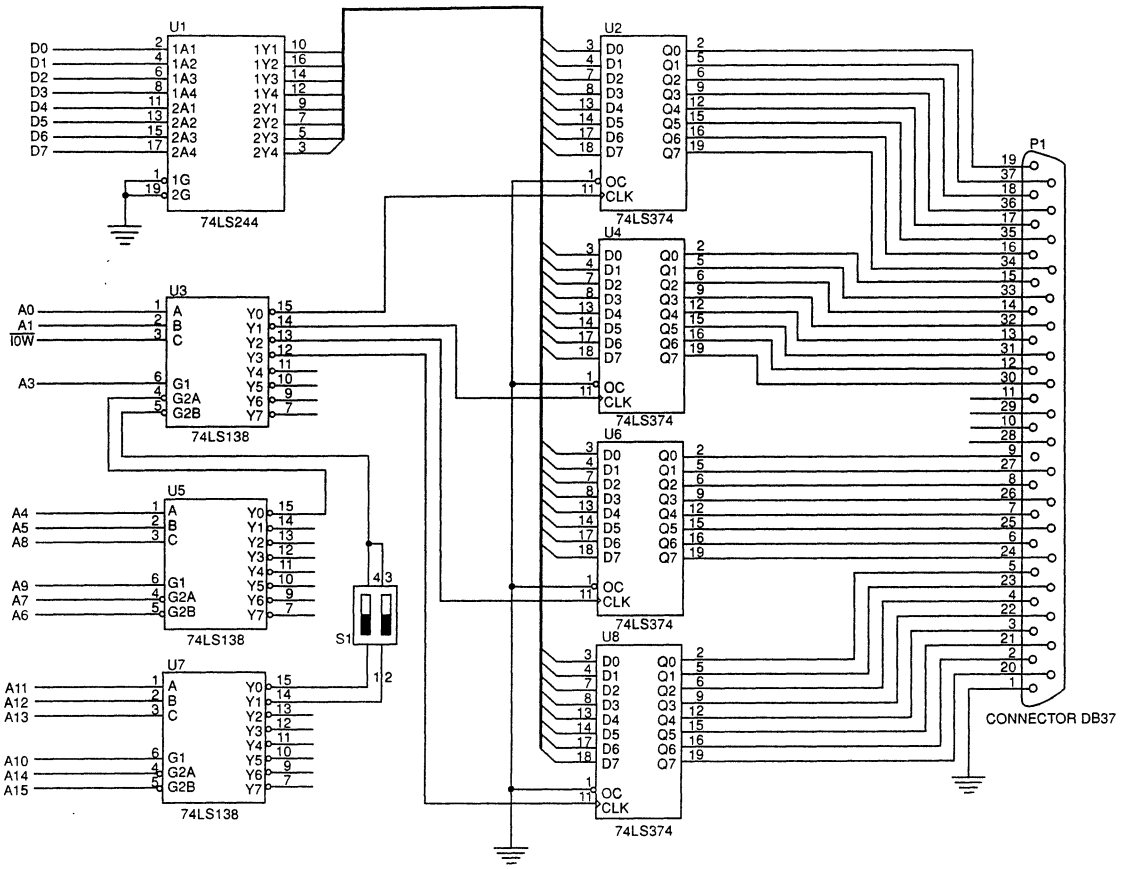

FIGURE 14–2 A 32-bit parallel port interfaced to the 8-bit ISA bus
Figure 14–2 shows a simple interface for the ISA bus that provides 32-bits of parallel TTL data. This example system illustrates some important points about any system interface. First, it is extremely important that the loading to the ISA bus is kept to one low power (LS) load. Notice that in this circuit a 74LS244 buffer is used to reduce the loading on the data bus. If the 74LS244 were not present, this system would present the data bus with four unit loads. If all bus cards provided heavy loads, the system would not operate properly. Notice that the output pins connect to P1, the 37-pin connector, and that a ground wire is also attached. You must provide ground to the outside world or the TTL data on the parallel ports are useless. If needed, the output control pins ($\overline{OC}$) on each of the 74LS374 latch chips can also be removed from ground and connected to the four remaining pins on P1. This allows an external circuit to control the outputs from the latches.
TABLE 14–1 The I/O port assignments for Figure 14–2
Figure 14–3 shows the circuit in Figure 14–2 reworked using a PAL16L8 to decode the addresses for the system. Notice that address bits A15–A4 are decoded by the PAL and the switch is connected to two of the PAL inputs. This change allows four different I/O port addresses for each latch, making the circuit more flexible. Table 14–2 shows the port number selected by switch 1–4 and switch 2–3. Example 14–1 shows the program for the PAL16L8 that causes the port assignments of Table 14–2.